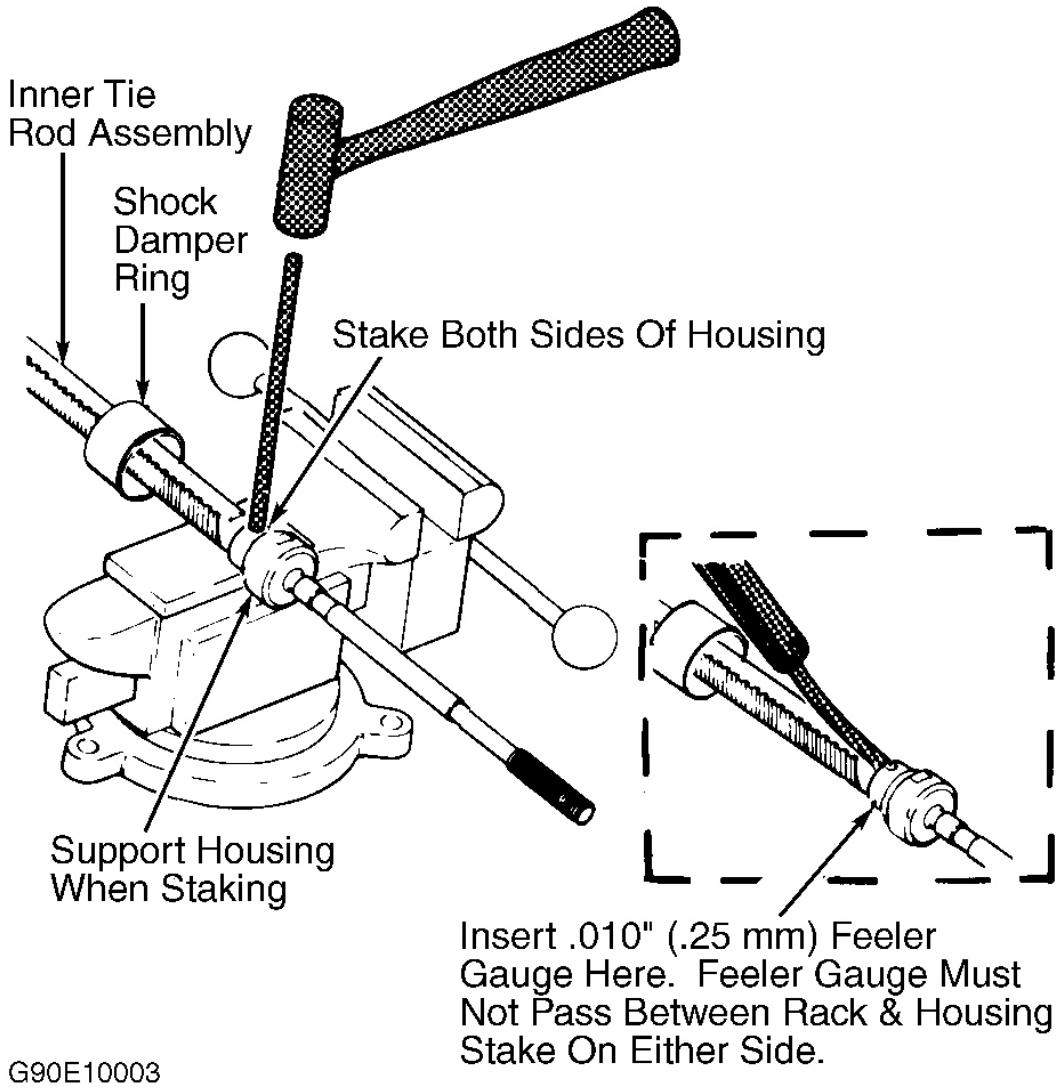

Fig. 13: Staking & Inspecting Inner Tie Rod
1. Install shock damper ring. To prevent internal damage, hold rack with a backup wrench during tie rod installation. Apply Loctite No. 262 to inner tie rod threads. Install inner tie rod onto rack. Tighten inner tie rod to specification. See **TORQUE SPECIFICATIONS** . Stake tie rod fittings as shown in illustration. See **Fig. 13** .
2. Ensure inner tie rod pivots freely in all directions, and then stake both sides of inner tie rod to flats on rack. See **Fig. 13** . Ensure both stakes are okay by inserting a .010" (.25 mm) feeler gauge between rack and tie rod housing. Feeler gauge must not pass between rack and housing stakes.